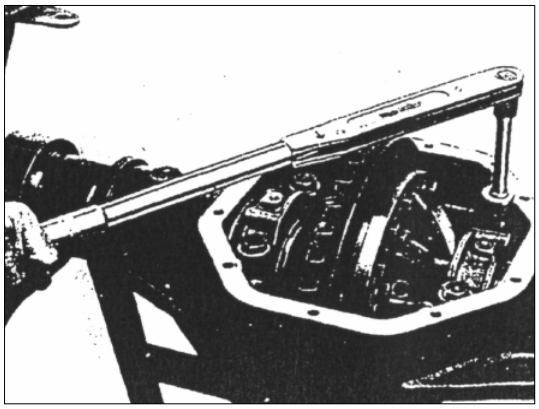

РИС. 315
3) Открутите болты, укрепляющие крышки подшипников дифференциала, (см. рис. 315), (крышки подшипников отмечены "L" и "R." для левой и правой соответственно) и снимите крышки.